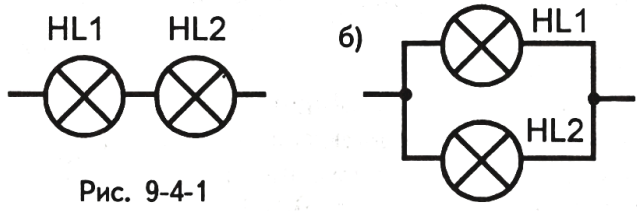

Рис. 9-4-1
2. Две лампы с различными сопротивлениями спиралей, но рассчитанные на одинаковые напряжения, соединены в первом случае последовательно, во втором - параллельно (рис. 9-4-1).